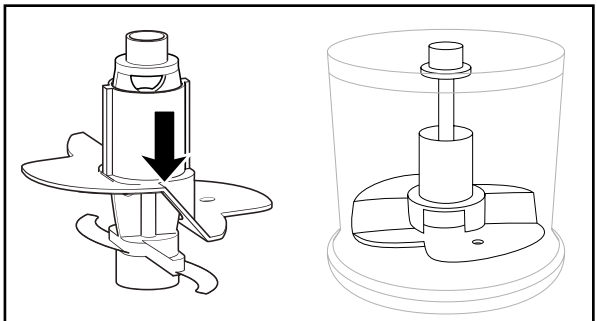

Fig. 1
1) Sæt skålen ❻ på foden ❾.
2) Sæt piskedelen ⑩ på knivholderen ❺:
– For at piske 100 ml fløde skal du sætte piskedelen på knivholderen ❺, så piskedelen ⑩ sidder på begge knive ❼ og går i indgreb (fig. 1):